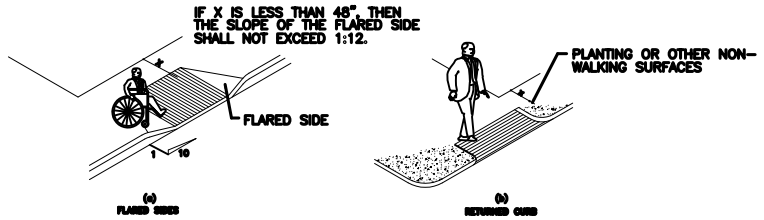

FIG. 12
4.7.5 SIDES OF CURB RAMPS. IF A CURB RAMP IS LOCATED WHERE PEDESTRIANS MUST WALK across THE RAMP, OR WHERE IT IS NOT PROTECTED BY GUARDRAILS OR HANDRAILS, IT SHALL BE FLARED. THE SLOPE OF THE FLARED SIDE SHALL BE A MINIMUM OF 10:1 (SEE FIG. 12(a)). SIDES SHOULD BE PROVIDED WHERE A WALKING SURFACE BORDERS THE RAMP (SEE FIG. 12(b)).